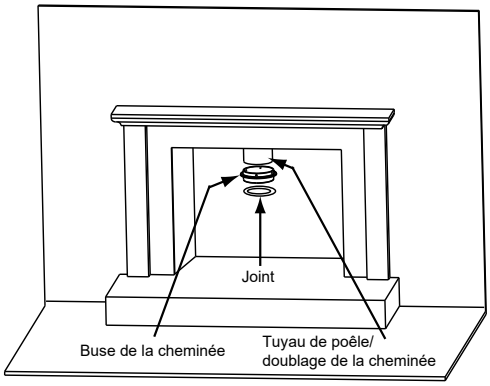

Figure 19.1
1. Il y a 4 trous déjà pré-percés dans la buse séparés de 90 degrés. Attachez la buse au conduit/doublage du poêle. Si le joint n'est pas en bon état, utilisez du mastic pour hautes températures **(Figure 19.1)**.